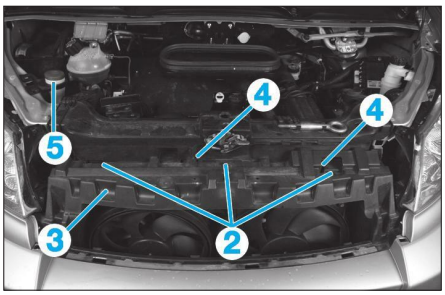

**Fig. 6**
• Déposer les agrafes de maintien (2) de la cloison (3) **(Fig.6)**.
• Ecarter la cloison (3).
• Dégrafer les brides de radiateur (4).